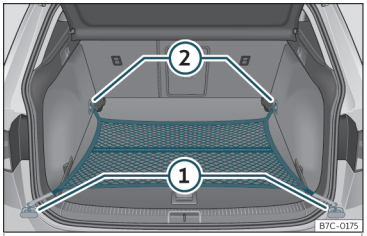

Fig. 117 În portbagaj: plasa pentru bagaje prinsă la nivelul podelei.
- Fixați cârligele plasei pe inelele de ancorare ① și ②››› **fig. 117** ››› ⚠. Fermoarul bagajelor trebuie îndreptat în sus.